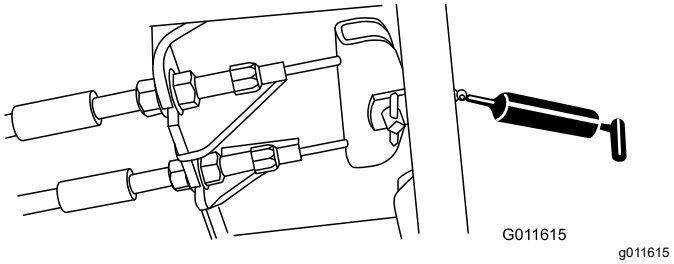

Rysunek 45
- Pedał hamulca (1) (Rysunek 45)